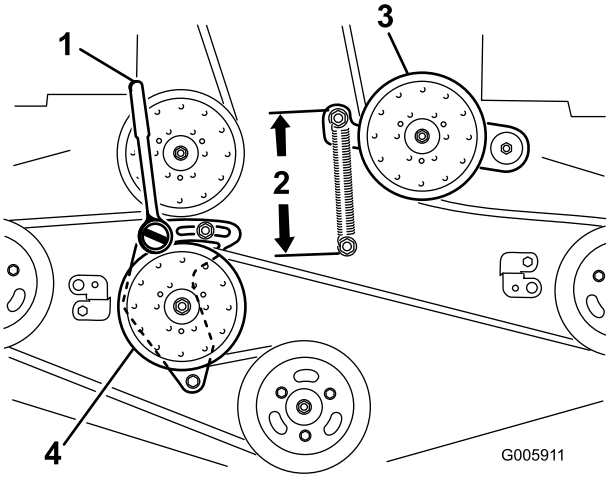

Figuur 61
4. Draai de arm van de vaste spanpoelie los en beweeg deze om de spanning eraf te halen (Figuur 61).
7. Plaats een dopsleutel met een kort verlengstuk of een onderbrekerstang in de vierkante opening in de arm van de vaste spanpoelie (Figuur 61).
9. Om de riemspanning te vergroten, draait u de dopsleutel of onderbrekerstang linksom zodat de arm van de vaste spanpoelie beweegt totdat de afstand tussen de haken van de veer 16,5 cm bedraagt (Figuur 61).